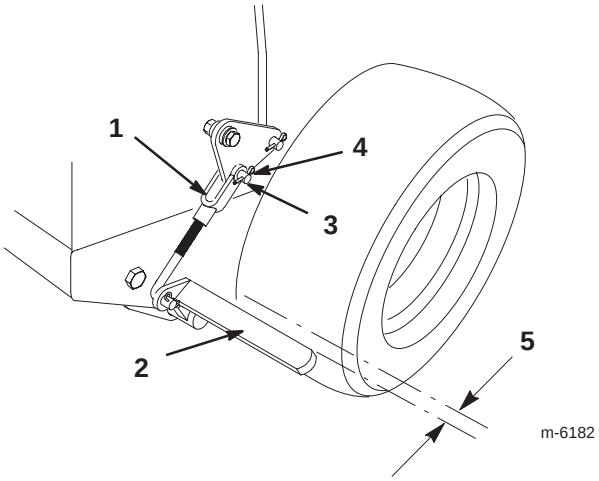

Figure 42
3. Remove the hair pin cotter and the clevis pin from the lower brake lever (Fig. 42).
4. Rotate the brake linkage yoke in to tighten the parking brake; rotate the brake linkage yoke out out to loosen the parking brake (Fig. 42).
Note: There should be an approximately 1/4 in. clearance between the tire and the flat bar when the parking brake in the released position (Fig. 42).
5. Secure the brake linkage yoke to the lower brake lever with the hair pin cotter and the clevis pin (Fig. 42).